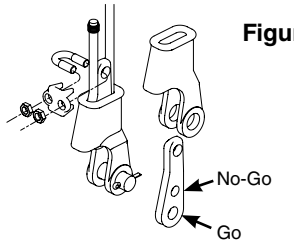

Figure 2
- Use only with standard 6 to 8 strand wire rope of designated size. For intermediate size rope, use next larger size socket. For example: When using 9/16" diameter wire rope use a 5/8" size Wedge Socket Assembly. Welding of the tail on standard wire rope is not recommended. Seizing of the tail is preferred following the recommended practices of the wire rope manufacturer. The tail length of the dead end should be a minimum of 6 rope diameters but not less than 6" (See Figure 2).
- **To use with Rotation Resistant wire rope** (special wire rope constructions with 8 or more outer strands) ensure that the dead end is welded, brazed or seized before inserting the wire rope into the wedge socket to prevent core slippage or loss of rope lay. Seizing of the tail is preferred following the recommended practices of the wire rope manufacturer. The tail length of the dead end should be a minimum of 20 rope diameters but not less than 6" (See Figure 2).
- Align live end of rope, with center line of pin.(See Figure 2)
- Secure dead end section of rope. (See Figure 2)